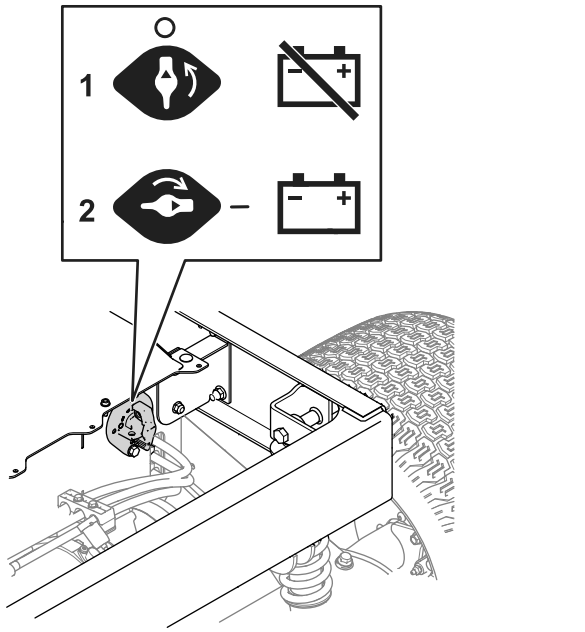

Figur 36
3. Flytta bortkopplingsbrytaren för batteri till önskat läge enligt Figur 36.